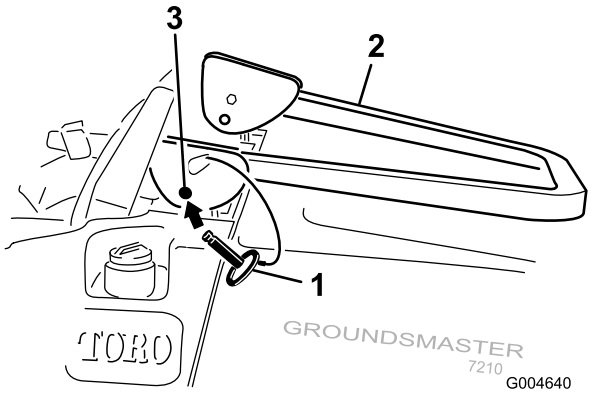

Figuur 11
2. Klap de rolbeugel omlaag (Figuur 11).